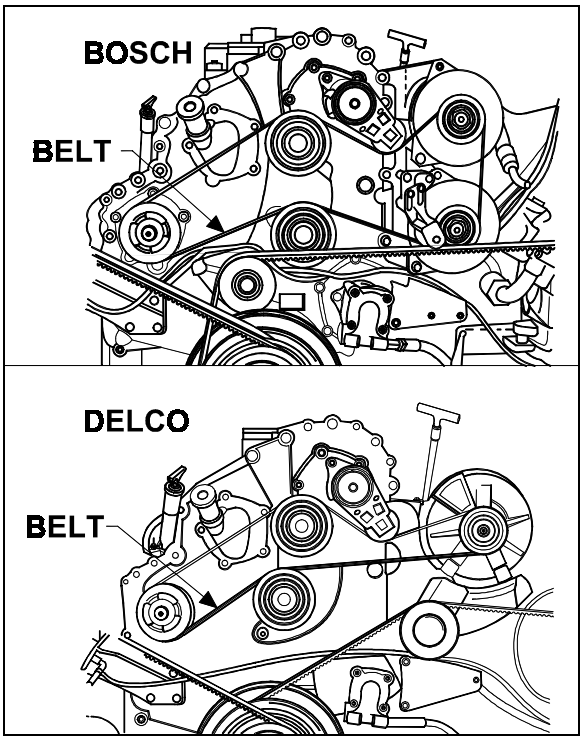

FIGURE 25: ALTERNATOR DRIVE BELT 06342
1. Insert a ¾ ‘’ socket drive into one of the tensioning arm opening (Fig. 25).